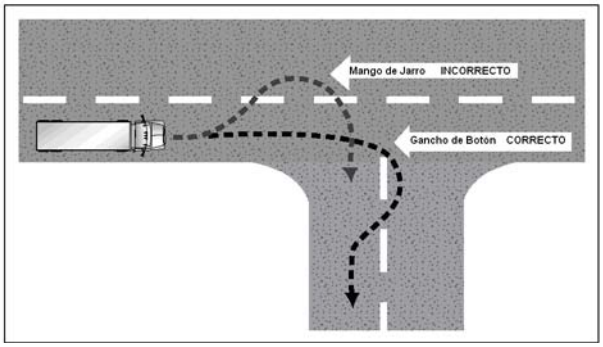

Figura 3.13
- Si usted debe cruzar un carril de sentido opuesto para doblar, tenga cuidado con los vehículos que vienen hacia usted. Concédales el espacio que necesitan para pasar o parar. Sin embargo, no dé marcha atrás por ellos, porque podría golpear a alguien detrás de usted. Vea la figura 3.13.